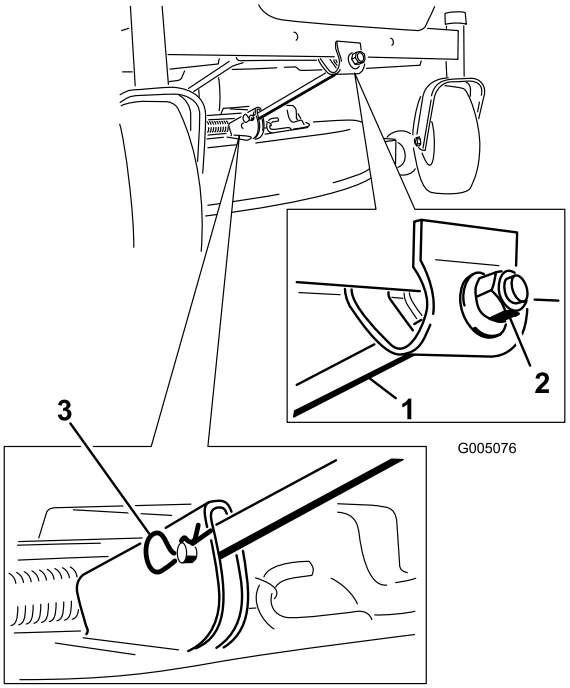

Figura 56
4. Togliete la coppiglia a forcina e il perno con testa dall'asta di sostegno anteriore (Figura 56). Abbassate con cautela la parte anteriore del piatto di taglio fino al suolo.
6. Montate l'asta di sostegno anteriore sul piatto di taglio con il perno con testa e la coppiglia a forcina (Figura 56).